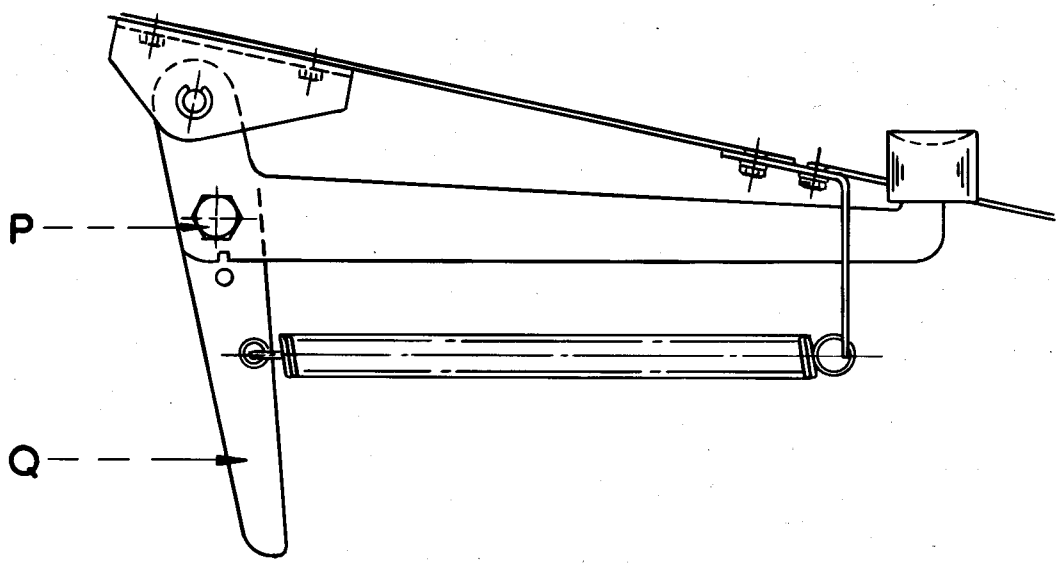

FIG. 121
47. Runout Keybar (Fig.121)
47.2 If necessary, slacken nut P, Fig.121, and move lever Q to obtain the required condition. Tighten nut P.